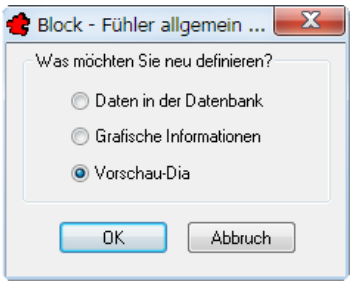

Bild 28.58 – Blockdia neu definieren
- Wählen Sie im Dialogfeld *Block - <Blockname>* die Option *Vorschau-Dia* und bestätigen Sie (Abb. 28.58).